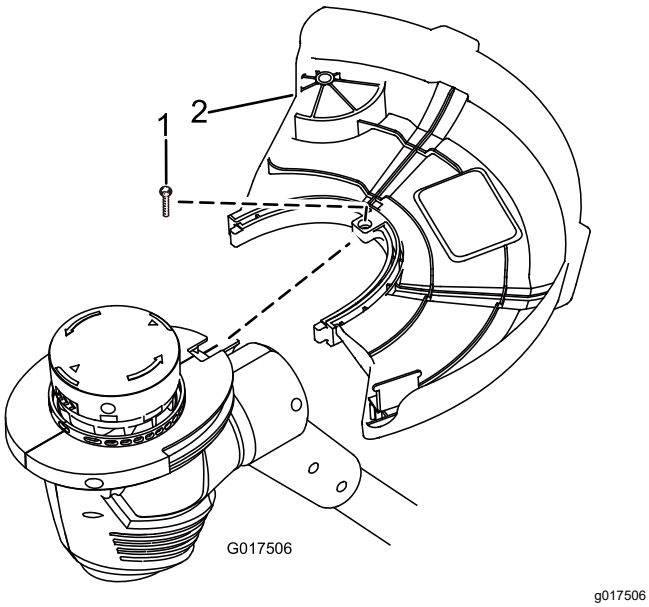

Figura 2
1. Retire el tornillo Phillips que está sujeto con cinta al protector (Figura 2).
2. Deslice el protector sobre la base de la desbrozadora, según se muestra en Figura 2.